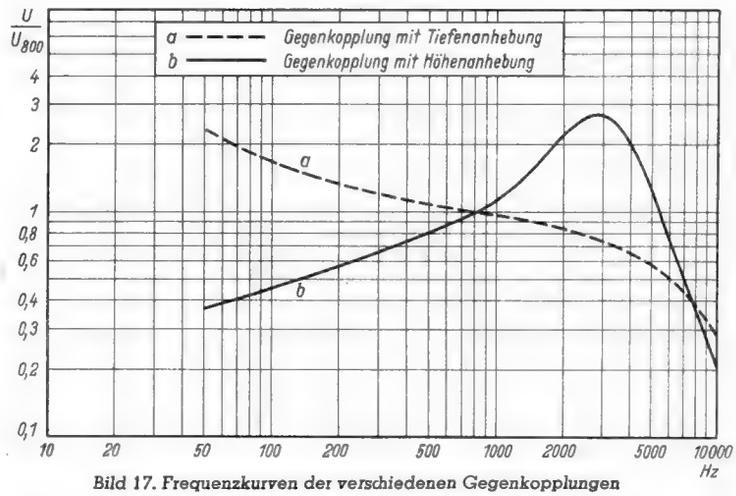
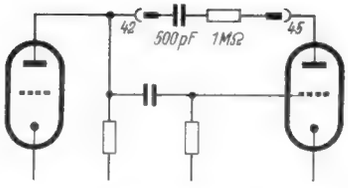
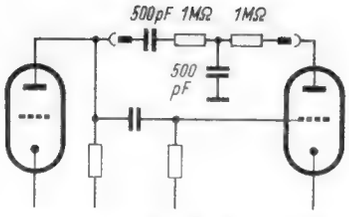

Bild 17. Frequenzkurven der verschiedenen Gegenkopplungen
Bild 20. Tiefenanhebende Gegenkopplung
Bild 21. Höhenanhebende Gegenkopplung
10. Frequenzabhängige Gegenkopplungen. Wird in den Gegenkopplungsweg nach Bild 20 ein Kondensator eingeschaltet, so bildet er einen größeren Widerstand für tiefe Frequenzen. Sie werden daher weniger gegengekoppelt und lauter wiedergegeben. Kurve a in Bild 17 zeigt die Wirkung; der Verlust tiefer Töne durch die zu kleine Impedanz im Ausgang konnte vollständig ausgeglichen werden.
11. Bei der Gegenkopplungsschaltung Bild 21 werden hohe Töne vor dem Erreichen des Gitters durch den Kondensator nach Erde abgeleitet und daher nicht gegengekoppelt. Ergebnis: Höhenanhebung nach Kurve b, Bild 17. Es sind ebenfalls wieder Kurven mit verschiedenen Werten aufzunehmen.